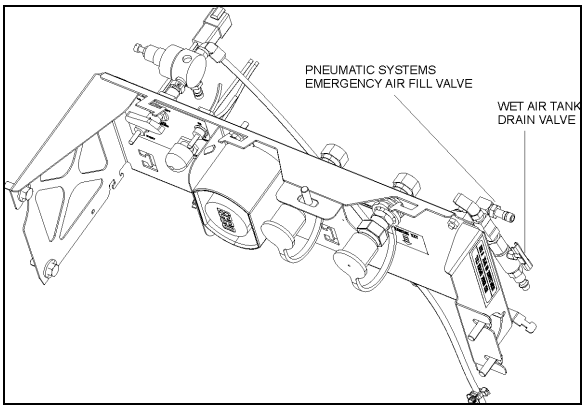

**FIGURE 44: REAR VALVE LOCATION ON H3 SERIES**
A remote valve located in engine compartment and accessible through engine R.H. side door is used to **purge daily** (Figure 44).
**The rear valve** is located in engine compartment and accessible from engine R.H. side door (Figure 44).